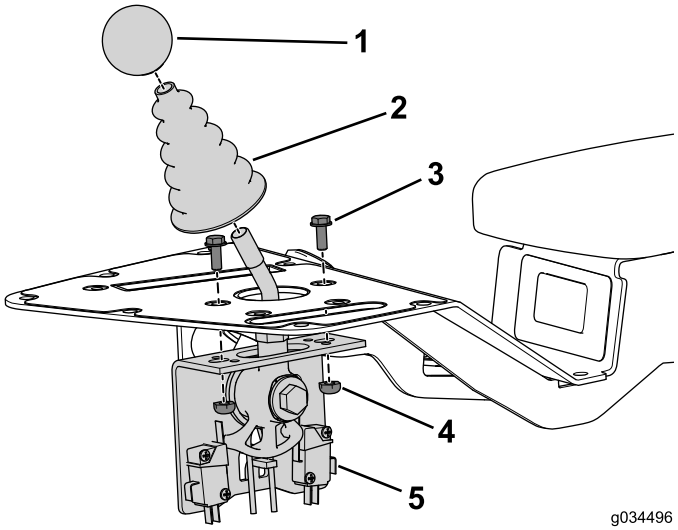

図 4
1. 刈り込みコントロールアセンブリのシャフトからノブを取り外して保管する 図 4。
2. 刈り込みコントロールアセンブリのシャフトから防塵カバーを取り外して保管する図 4。
3. 刈り込みコントロールアセンブリをコンソールアセンブリに固定しているボルト2本とナットを外して保管する図 4。